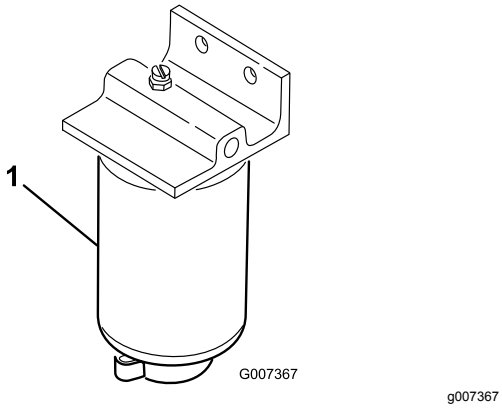

Figur 53
1. Plasser en ren beholder under drivstoffilteret (Figur 53).